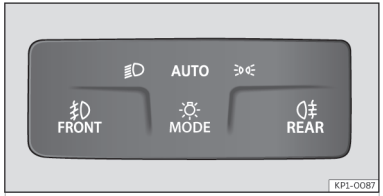

Fig. 102 Dash panel: light panel.
- Switch on the ignition and select mode AUTO on the headlight control ››› Fig. 102.